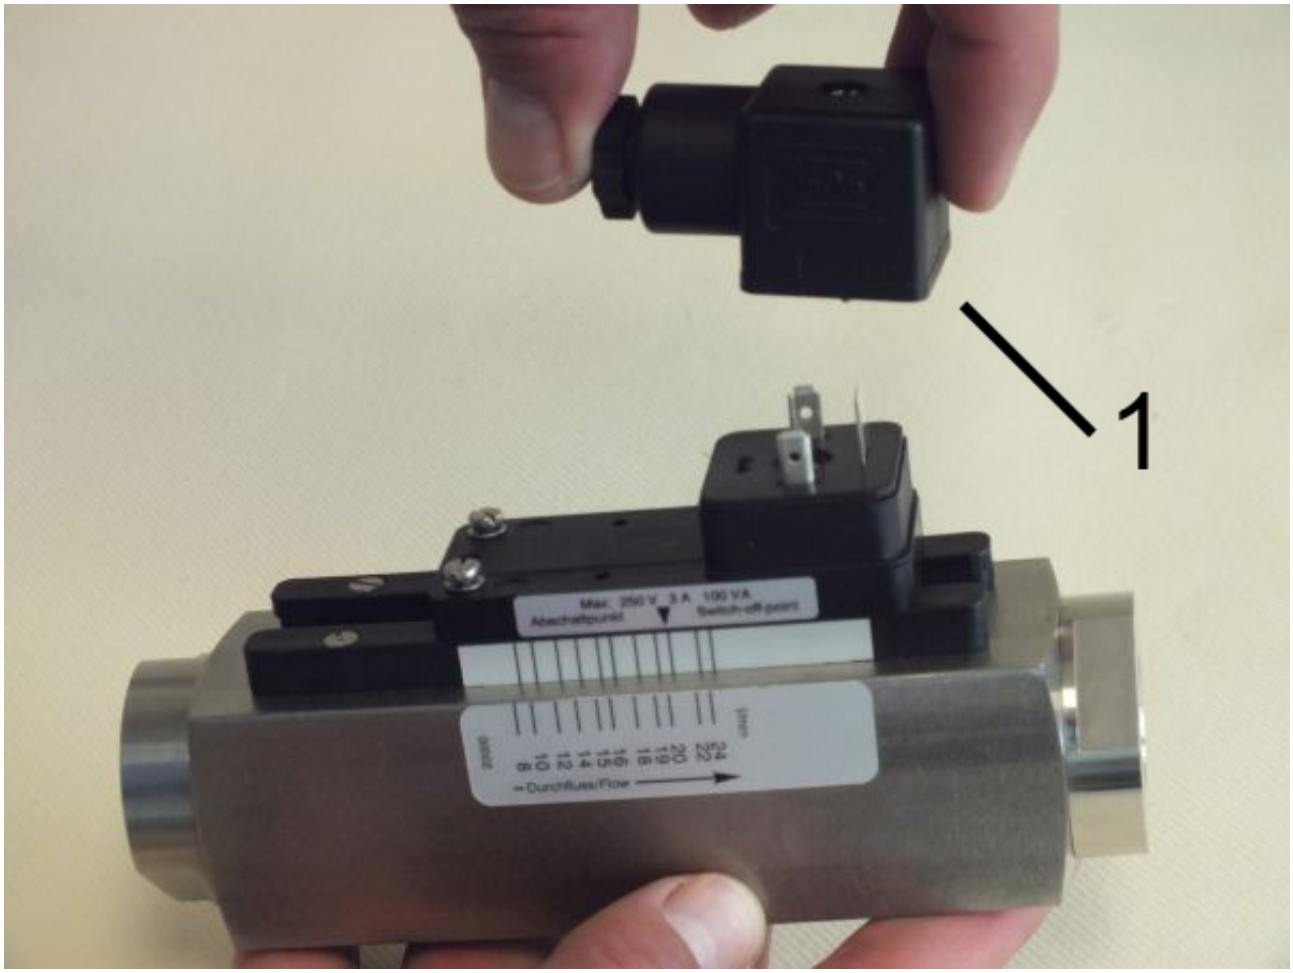

Abb. 58: Steckerdose abziehen
2. Steckerdose mit dazugehöriger Dichtung (*Abb. 58*/1) nach oben abziehen